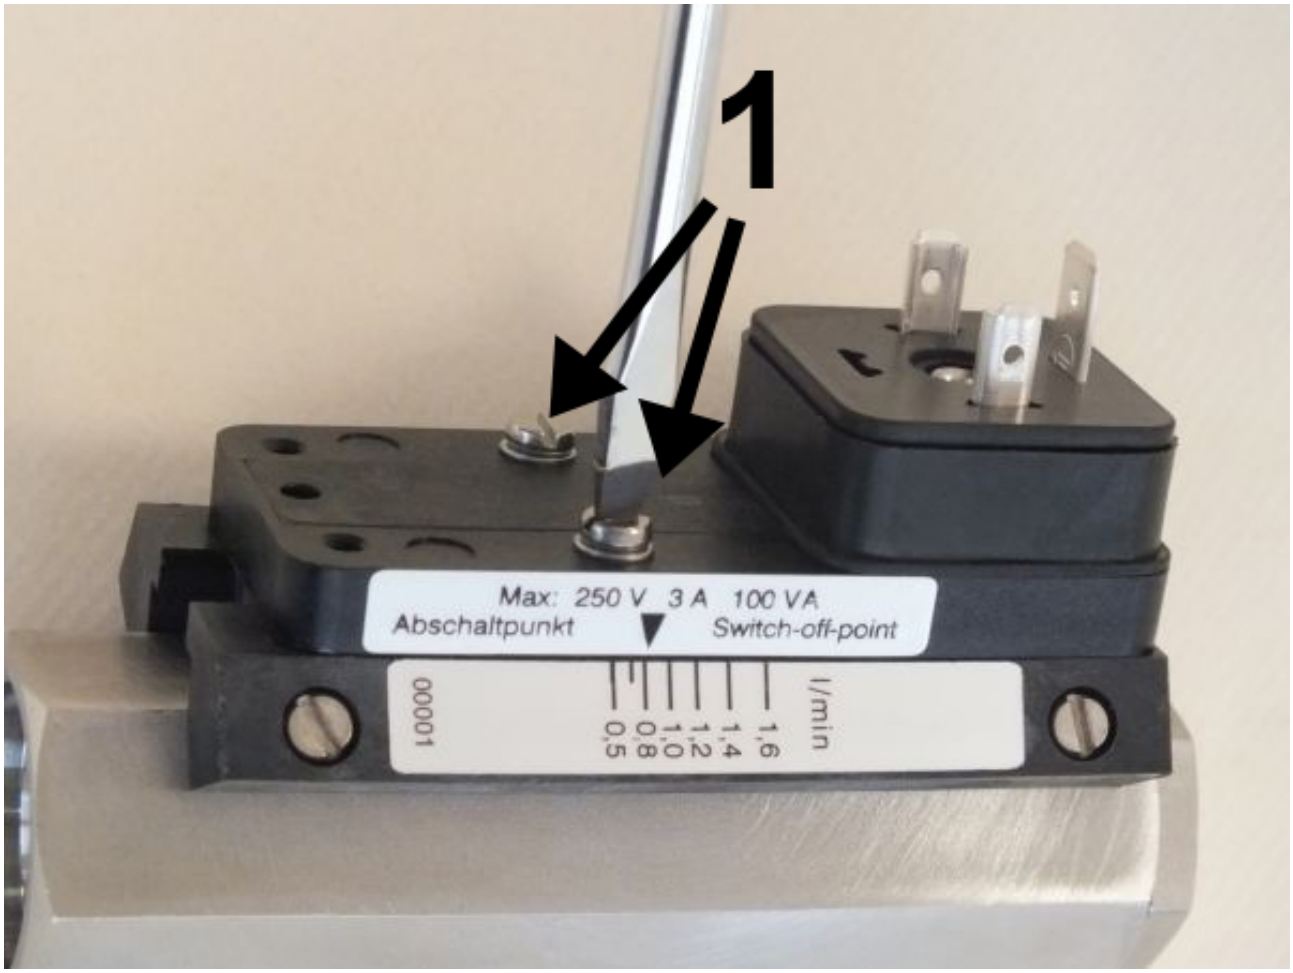

Fig. 61: Loosen set screws
3. Using a flat-bladed screwdriver, loosen the set screws (*Fig. 61*/1) of the switch contact until it can move freely.